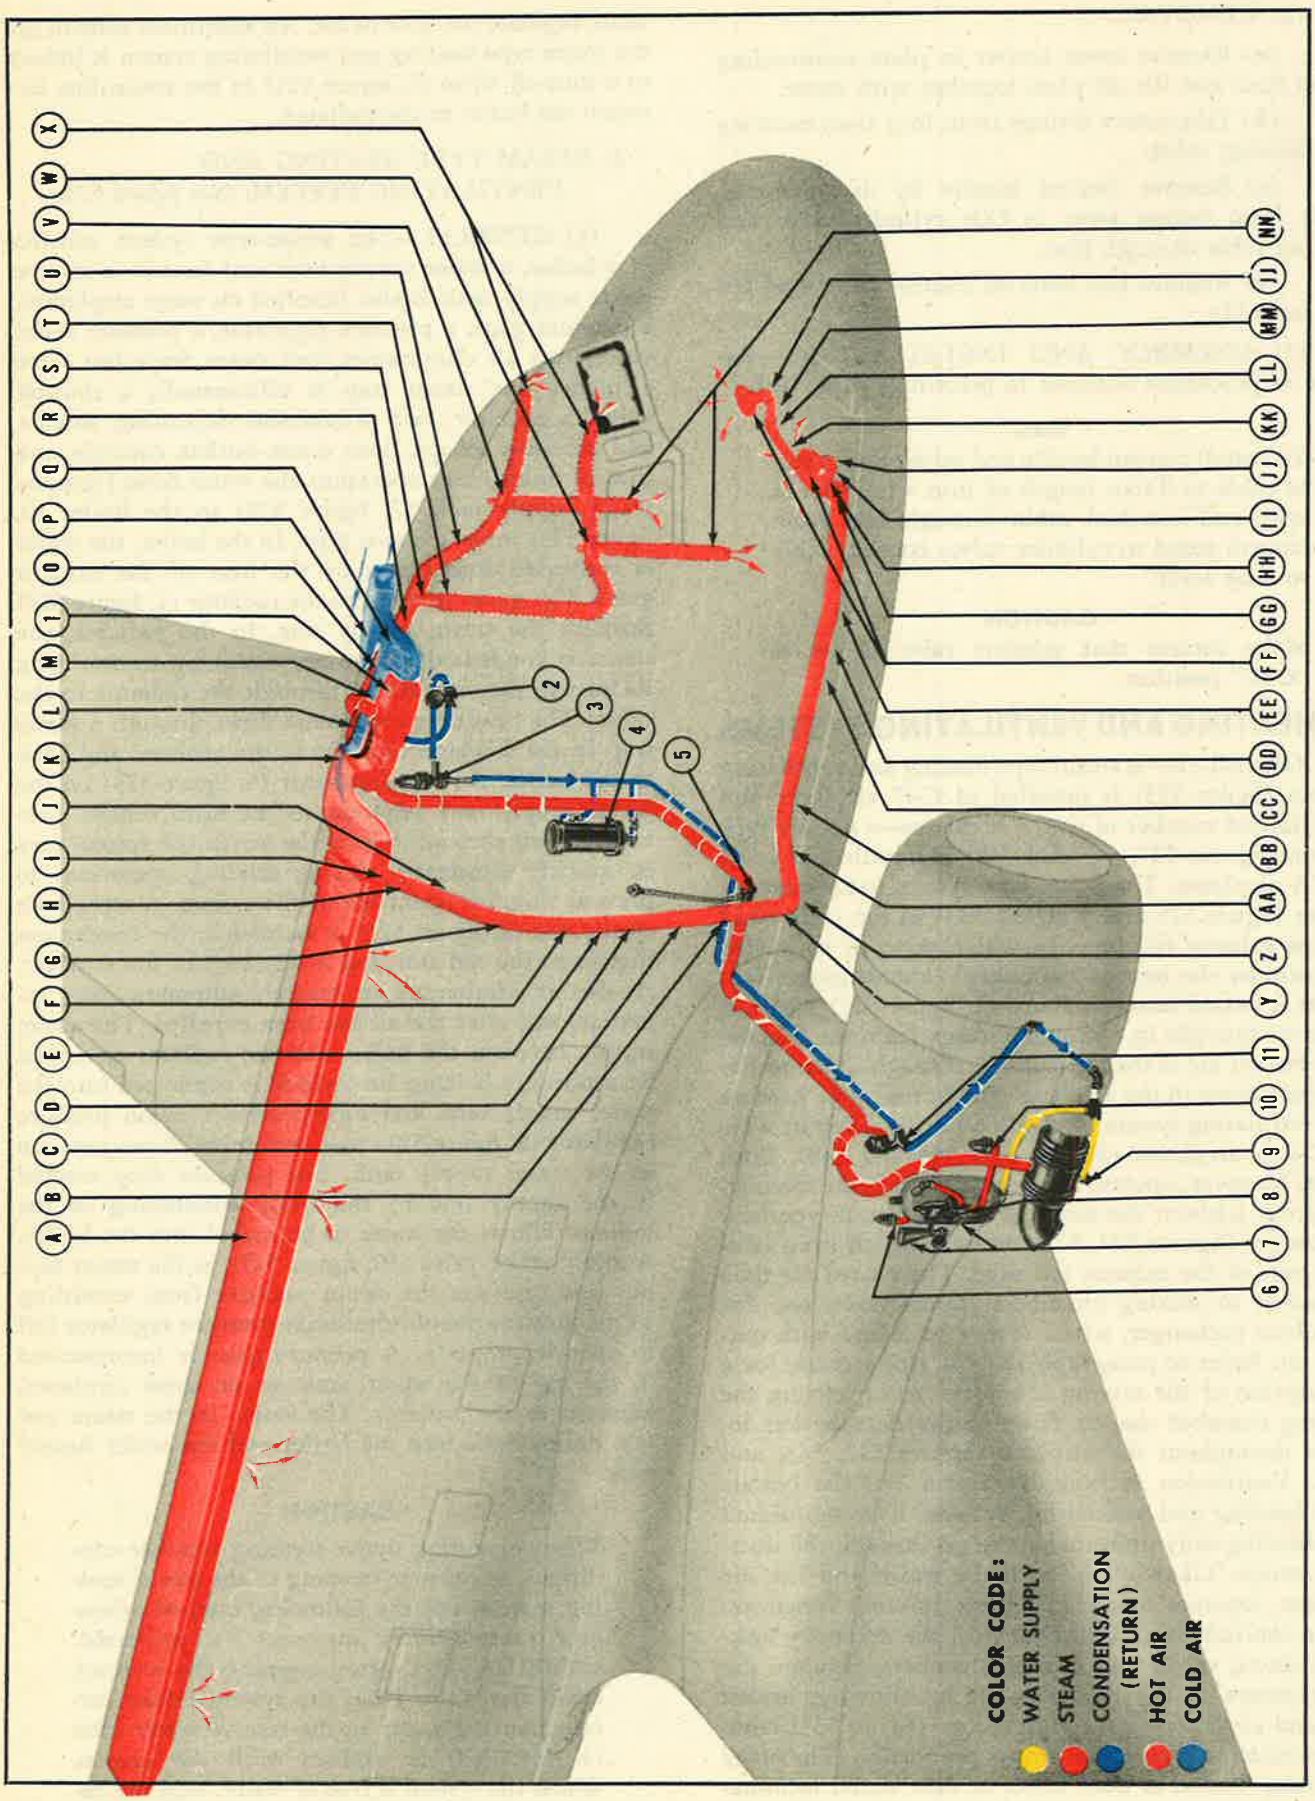

Figure 523—Steam Heating and Ventilating System
a. GENERAL.—A steam-type heating and ventilating system (figure 523) is installed in C-47 airplanes and in a limited number of C-47A airplanes—a hot-air type system (figures 527, 543 and 548) is installed in other C-47A airplanes. The steam-type system incorporates a boiler (figure 525 and 9, figure 523) in the right-hand engine exhaust tail pipe, in which water is converted to steam by the heat of the engine exhaust gases. This steam is passed into a radiator (1, figure 523) where it heats air brought in, through a scoop, from the outside. The heated air is then circulated through ducts to the compartments in the airplane. The hot-air type heating and ventilating system is installed in two different ways in C-47A airplanes (figures 527, 543 and 548). Both types, however, operate in essentially the same manner. Air from without the airplane enters a muff-type heat exchanger (figures 527, 528 and 543) which is an integral part of the exhaust tail pipe. The heated air then is routed to mixing chambers (figure 532), one for each heat exchanger, where it may be mixed with outside air. Refer to paragraph 18.*c.*(3), this section, for a description of the mixing chambers. After leaving the mixing chamber the air flows to the duct outlets located throughout the airplane (figures 527, 543, and 548). Ventilation in both the steam and the hot-air type heating and ventilating systems is accomplished by allowing only unheated air to go through the ducting system. Likewise, in both the steam and hot air systems, separate controls perform different functions. Some controls, in conjunction with the necessary linkages, ducts, valves and mixing chambers, regulate the temperature of the incoming air by allowing heated air, and air entering through scoops (figure 533) from the outside, to mix in the proper proportion. The other controls, located at duct inlets or duct outlet terminations, regulate the flow of air. An additional control on the steam-type heating and ventilating system is linked to a shut-off valve (5, figure 523) in the steam line between the boiler to the radiator.
b. STEAM TYPE HEATING AND VENTILATING SYSTEM. *(See figure 523.)*
(1) GENERAL.—The steam-type system consists of a boiler, a water supply tank and funnel (a reserve water supply tank is also installed on some airplanes), a pressure gage, a pressure regulator, a pressure relief valve, two air eliminators, two steam traps (on some airplanes one steam trap is eliminated), a shut-off valve, a radiator, two windshield defrosting shields, and necessary scoops, lines, ducts, outlets, controls, and control linkages. In operation, the water flows from the water supply tank (7, figure 523) to the boiler (9, figure 523) in the exhaust pipe. In the boiler, the water is converted into steam by the heat of the exhaust gases. The steam passes into the radiator (1, figure 523) through the steam supply line. In the radiator, the steam is condensed into water again by transmitting its heat to the air passing through the radiator to the cabin. The resulting condensate flows through a steam trap in the fuselage adjacent to the radiator and back to the boiler. An air eliminator (6, figure 523) on the water supply tank adjacent to the filler funnel, provides a vent through which the air in the system may be quickly eliminated during starting operations to prevent sluggish operation of the system. A second air eliminator (3, figure 523) is located in the condensate line from the radiator and is adjacent to the radiator. As the air eliminators are entirely automatic, they remain closed after the air has been expelled. The steam supply between the boiler and the radiator is tapped by a pressure balance line which is connected into the water supply tank and incorporates a steam pressure regulator (8, figure 523) that maintains 25 psi pressure in the water supply tank. The pressure drop created in the supply line by the steam condensing in the radiator allows the water to be forced into the boiler. A safety relief valve (10, figure 523) in the steam supply line prevents the steam pressure from exceeding 45 psi pressure should the steam pressure regulator fail to operate properly. A pressure gage is incorporated in the top of the water tank, or on some airplanes, adjacent to the radiator. The water in the steam system drains back into the boiler and the water supply tank.
KEY TO FIGURE 523
Note: Refer also to figure 523.
Air enters the steam heating and ventilating type system through an air scoop (M, figure 523) at the top of the fuselage. The air scoop is constructed so as to divert the incoming air into two passages, one to the radiator (1, figure 523), and one around the radiator. Both passages merge into one duct aft of the radiator. This duct connects directly with the main cargo duct (K, figure 523) which runs the length of the cargo compartment (along the ceiling) from the forward bulkhead of the compartment to a point slightly forward of the main cargo loading door. On some airplanes a duct, immediately aft of the mixing valve, adjoins the duct which connects to the main cargo compartment duct. This duct, with the necessary additional hose attachments, terminates at the windshield defroster outlets and the pilots' hand warmer outlets. Another duct connects also with the duct immediately aft of the mixing valve. This duct and its various branches has outlet terminations at the radio operator's heat outlet (B, figure 523), and at the pilots' foot warmer outlets (FF, figure 523). The air temperature in the ducts is governed by the mixing valve control handle protruding from the duct just aft of the radiator. This handle is on a shaft that extends through both the hot and cold air passages and mounts a butterfly valve in each duct. The valves are so arranged that when one is completely open, the other is closed. Turning the handle in a clockwise direction increases the temperature. An intake (weather) valve contained in a duct immediately aft of the air intake scoop controls the flow of air into the radiator and the cold air duct (figure 539). The steam supply to the radiator may be shut off by a handle (5, figure 523) located on the floor against the aft bulkhead of the radio operator's compartment. Pulling up on the handle shuts off the steam. Hand controls, of the butterfly type, are located adjacent to the various outlets.
(See 4 and 7, figure 523.)
(a) DESCRIPTION.—A 4 U.S. (3.3 Imperial) quart capacity (recommended) tank (7, figure 523) is installed in C-47 airplanes and in a limited number of C-47A airplanes—in some airplanes another tank, 2 U.S. (1.7 Imperial) quart capacity, is also installed. The larger tank is installed in the right-hand nacelle adjacent to the boiler. Mounted on this tank is a funnel, an air eliminator, and either a steam pressure gage or plug. The other tank (4, figure 523) is located in the fuselage adjacent to the radiator.
(3) BOILER. *(See 9, figure 523.)*
(4) RADIATOR *(See 1, figure 523.)*